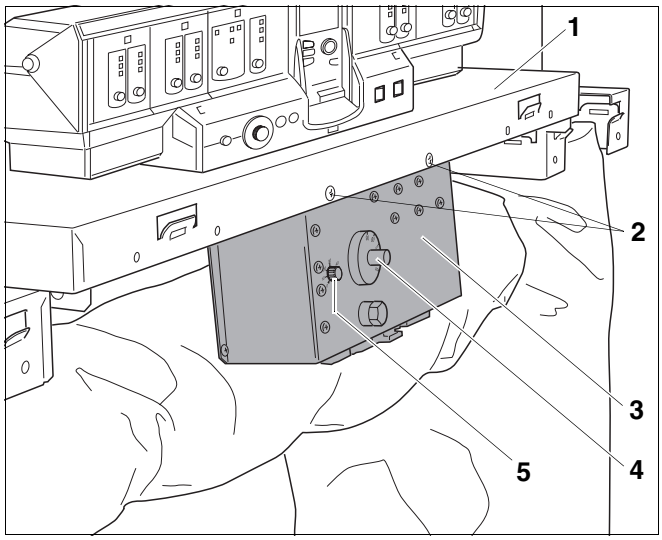

Afb. 78 Bijkomend regeltoestel HT3101E
- Bevestig het bijkomend regeltoestel (afb. 78, **pos. 3**) aan de voorzijde van de voorste ketelafdekkap (afb. 78, **pos. 1**) met twee schroeven met vlakke kop 3,9 × 9,5 (afb. 78, **pos. 2**) en tandschijven voor aarding.
- Stel de temperatuurregelaar (afb. 78, **pos. 4**) in op de gewenste temperatuur.
- Tijd instellen (afb. 78, **pos. 5**), na dewelke de ringsmoorklep van het 2e ketelblok sluit, nadat het ketelblok werd uitgeschakeld (richtwaarde 30 minuten).